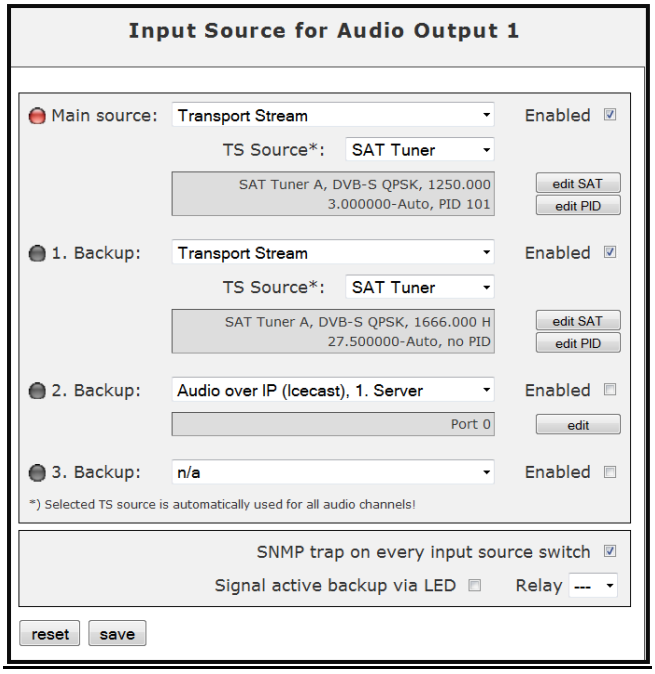

Fig. 22: Example for identical main and backup input source.
2. Several identical sources (see Fig. 22):